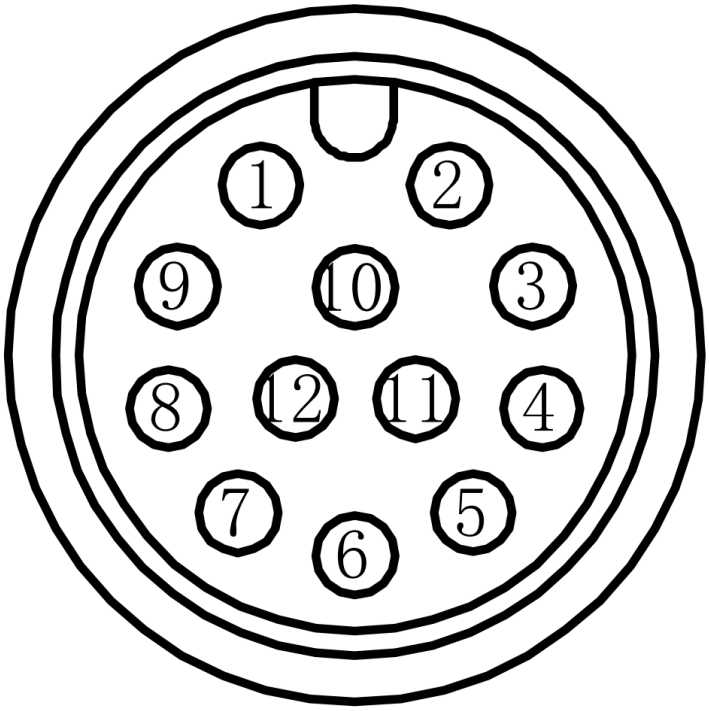
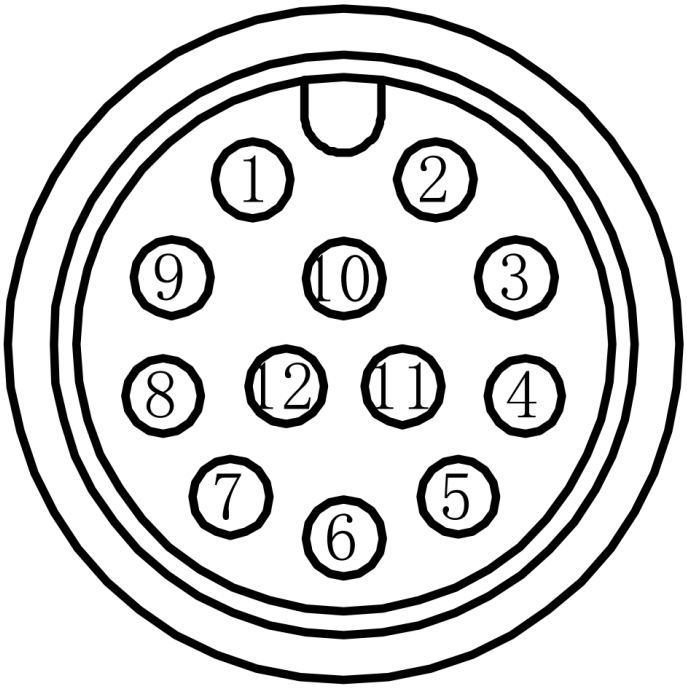

图 2-2　电源端口
图 2-3　通信端口
① 一体化夹爪的安装方向要使散热片的方向与系统的散热风道一致，以保证良好的散热效果。
② 一体化夹爪的接线端面至少预留30mm的空间，以便于维护操作。
③ 一体化夹爪接线要在离夹爪30～40mm处有硬支撑绑扎，以防止长时间振动插头松动。
④ 一体化夹爪在给其供电之前，要确认连接通信线缆、电源线缆是否正确，需要使用IO功能的要连接对应的IO线缆（推荐使用本公司的标准线缆）。
⑤ 可根据本公司选配的通信线缆正确选型安装组网，可选终端匹配头安装在网络的终端位置，实现信号终端匹配。
① 不要使电线“弯曲”或对其施加“张力”。
② 连接器连接时，请确认连接器内没有垃圾或者金属片等异物。
③ 在线缆保持连接的状态下进行搬运作业时，请务必握住一体化电机主体。如果只抓住线缆进行搬运，则可能会损坏连接器或者拉断线缆。
④ 如果使用弯曲线缆，则应在配线作业中充分注意，勿向连接器部分施加应力。如果向连接器部分施加应力，则可能会导致连接器损坏。
⑥安装产品时请务必根据图2-2和图2-3产品结构图中要求，确认装配所使用的螺钉型号和长度，装配螺钉锁紧深度不得超过图中的安装螺纹孔深度，使用螺钉过长会对夹爪造成损坏。